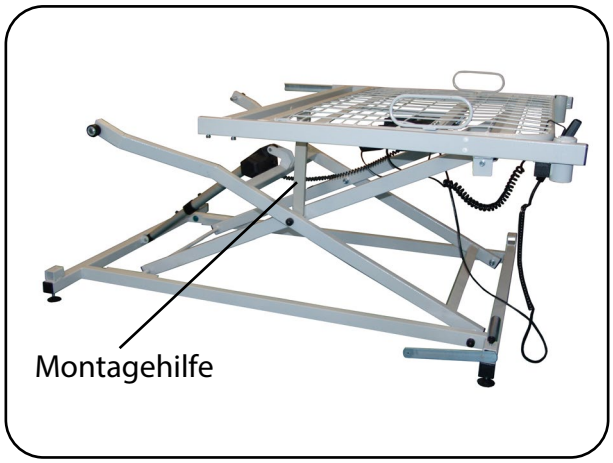
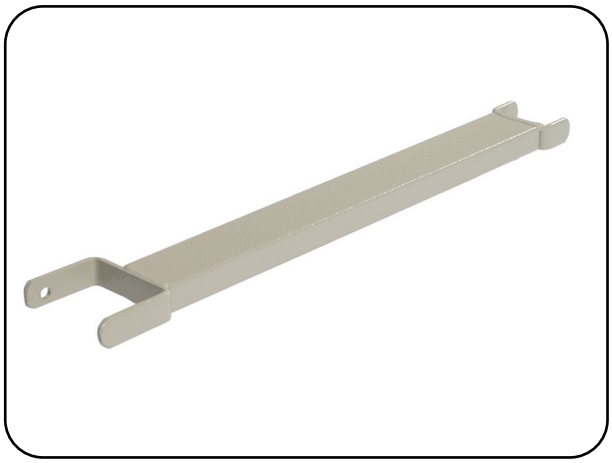

Abb. 6.1.03 – Kopfauflage aufgesetzt
Abb. 6.1.04 – Montagehilfe
6. Setzen Sie die Kopfauflage mit den Aufnahmeschalen auf die seitlichen Rundrohre des Scherenhubs auf (Abb. 6.1.03). Zur besseren Montage stellen Sie die Montagehilfe (mit der großen Gabelöffnung nach unten) mittig zwischen die Querrohre von Scherenhub und Kopfauflage (Abb. 6.1.03 und Abb. 6.1.04). Die Kopfauflage liegt nun waagerecht. Alternativ kann eine zweite Person die Kopfauflage waagerecht halten.